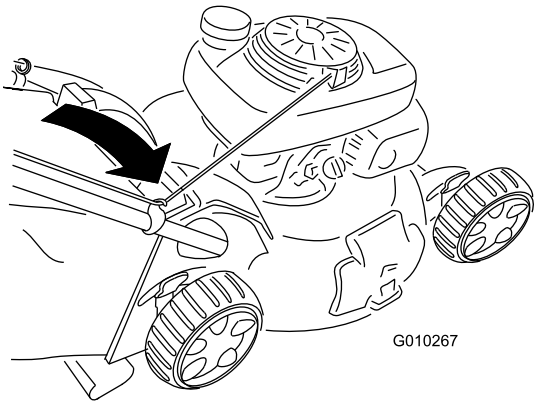

Figuur 27
2. Laat het startkoord rond de onderste koordgeleider lopen (Figuur 27).